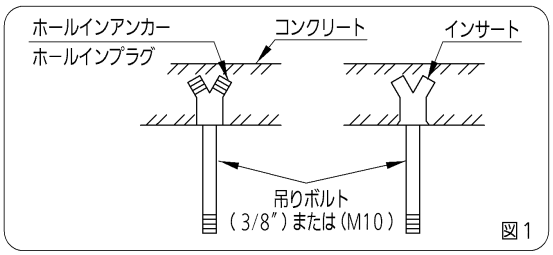

図１
1. 吊りボルトの固定は右図（図１）あるいは他の方法により確実に固定してください。
- 図１の方法で吊りボルトを固定するか、またはアングル・角材などを利用して吊りボルトを取り付けてください。